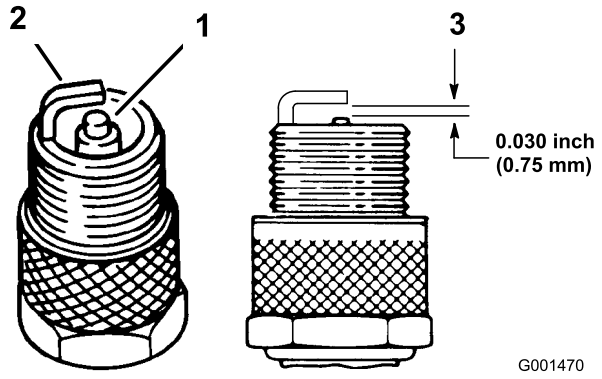

Figuur 36
3. Controleer de conditie van de massa-elektrode, de centrale elektrode en de isolator van de centrale elektrode op beschadigingen (Figuur 36).
4. Zorg ervoor dat de elektrodenafstand tussen de centrale elektrode en de massa-elektrode 0,762 mm bedraagt (Figuur 36). Plaats een bougie met de juiste elektrodenafstand en monteer deze met een pakkingafdichting. Draai de bougie vast met een torsie van 20 Nm.